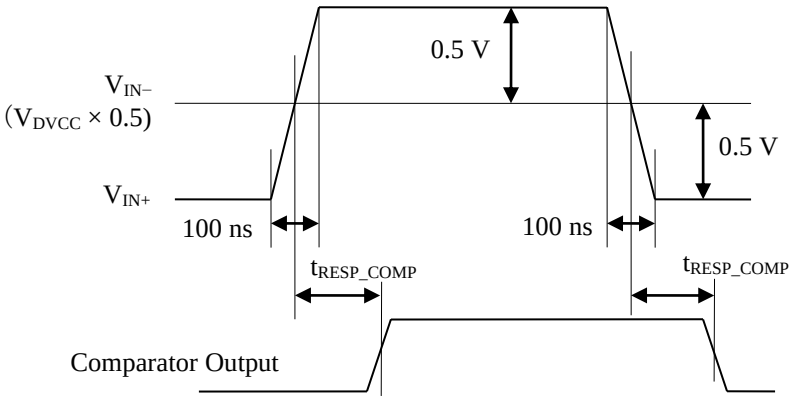

図 29-3　コンパレータのタイミング
(3) 測定タイミングの条件は、図 29-3 を参照してください。